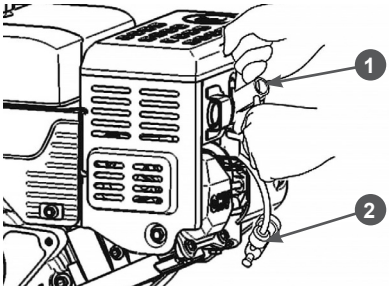

Рис. 40 Обслуживание свечи зажигания
1. Снимите со свечи зажигания колпачок 1 высоковольтного провода и удалите грязь вокруг свечи зажигания (Рис. 40).
2. Открутите свечу зажигания свечным ключом2 (Рис. 40).